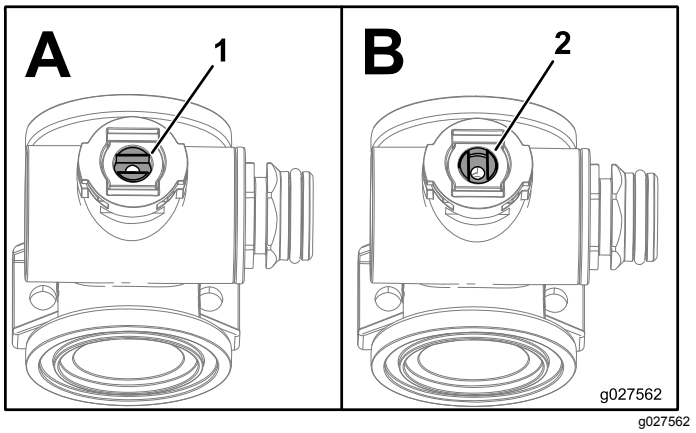

Figur 76
1. Sett ventilstammen i stengt posisjon (Figur 76 B)